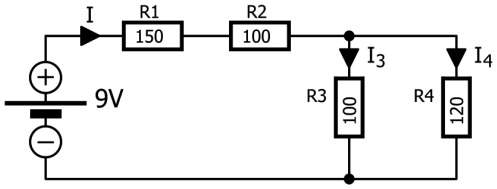

Figure 2.15 Circuit diagram of the project.
Circuit diagram: Figure 2.15 shows the circuit diagram of the project.
Simulating the Circuit From Figure 2.15
- Right-click on the resistors and change their values to the values from Figure 2.15. Also, set the battery voltage to 9 V by right-clicking on it.